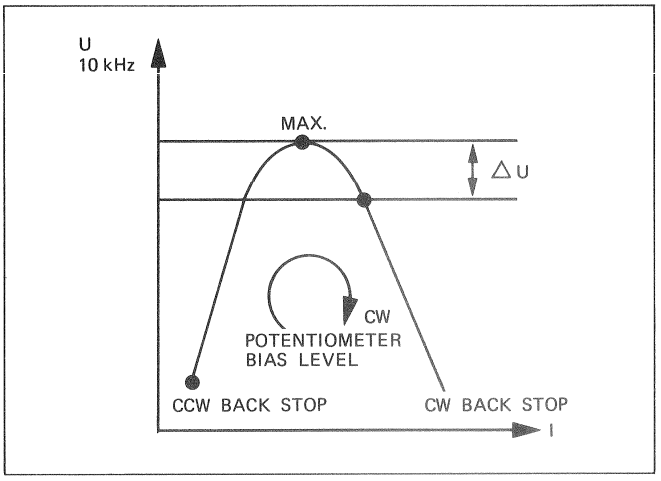

Fig.5.17
To adjust the bias, the HF curent is raised (while the AF signal is constant) beyond the maximum output level of the tape in question until the AF output voltage falls by an amount ? U. -> fig.5.17
-> Fig.5.17